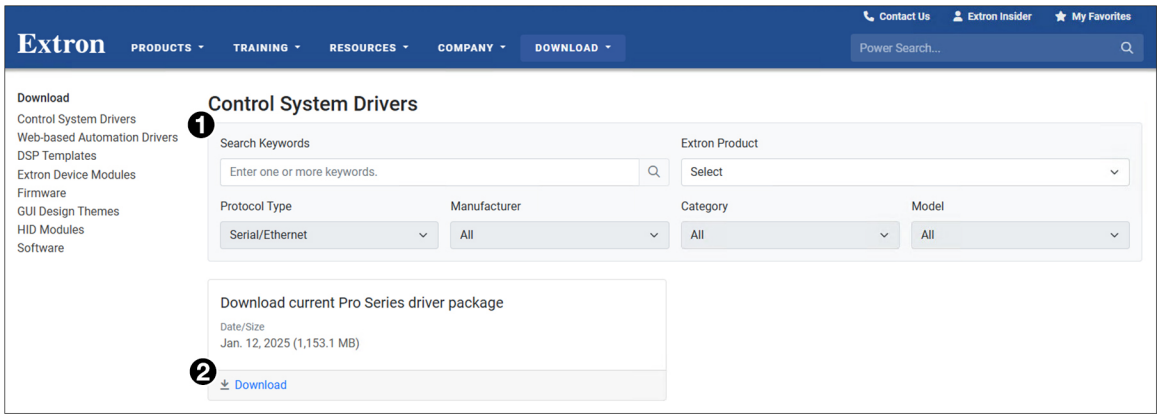

Figure 27. Control System Drivers Search Page
a. On the `Control System Drivers` search page, use the search fields and filters (see figure 27, ❶) to select the desired driver.